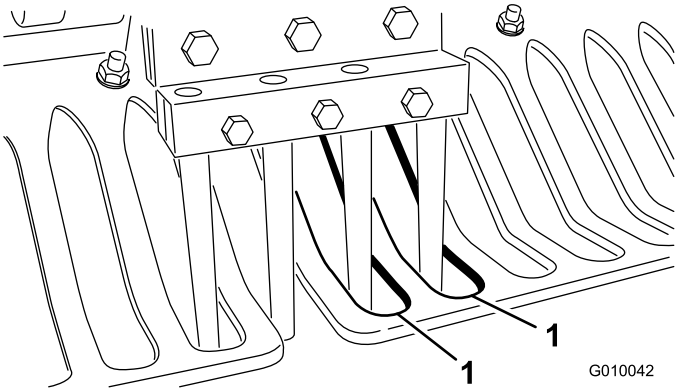

Figur 27
6. Kontroller at pipene står rett i forhold til midten på verneplatenes mellomrom (Figur 27). Juster verneplatene som nødvendig og stram til mutterne.